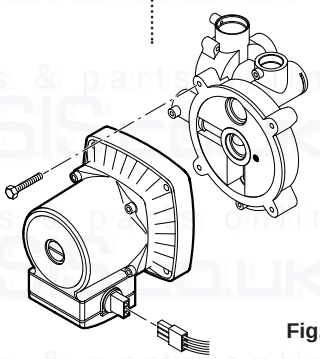

Fig. 51
13.8 Pump (Complete) (Fig. 51)